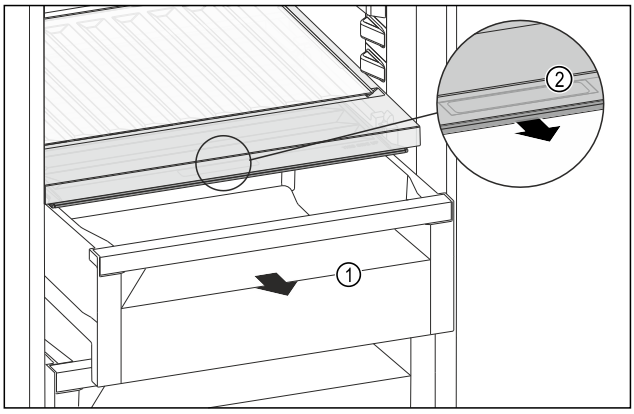

Fig. 122
▶ Pull out the drawer *Fig. 122 (1)*.
▶ Grasp the recessed grip *Fig. 122 (2)* on the compartment lid and pull the compartment lid forwards at the same time.